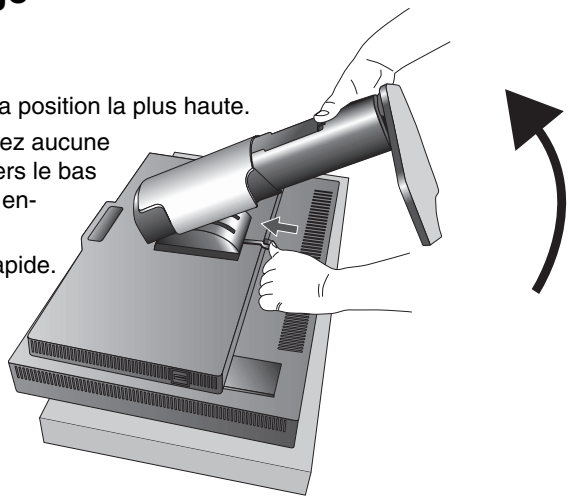

Figure S.1
3. Placez le moniteur face vers le bas sur une surface non abrasive. N'exercez aucune pression sur le capteur avant intégré. Pour cela, posez le moniteur face vers le bas sur un bureau ou une table de telle sorte que le capteur avant intégré soit en-dehors de la surface (**Figure S.1**).
4. Placez une main autour du support et l'autre sur le levier à dégagement rapide. Appuyez sur le levier à dégagement rapide et tournez-le dans la direction indiquée par les flèches (**Figure S.1**).
5. Soulevez le support pour le décrocher du moniteur (**Figure S.1**). Vous pouvez maintenant monter le moniteur d'une façon différente. Inversez cette procédure pour fixer à nouveau le support.